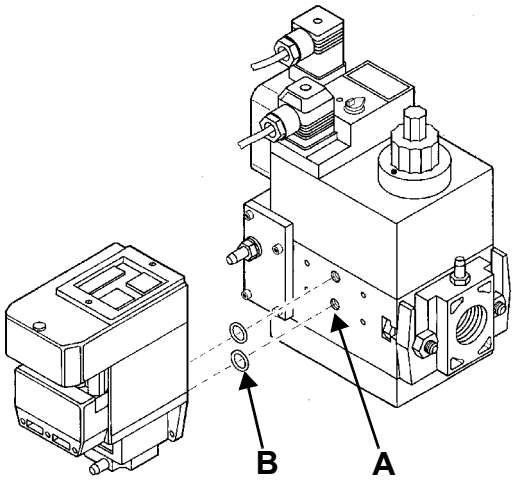
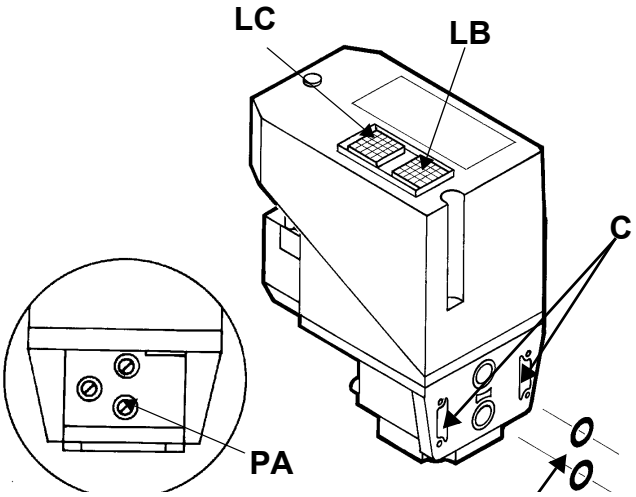

Рис. 19
Рис. 20
16 При возникновении необходимости подкорректировать расход газа, отрегулированный согласно пунктов 1 и 2 этого параграфа, расслабить винт **V1** (Рис. 19) и отрегулировать угол раскрытия дроссельного клапана, вращая пластинку **C**, воздействуя на винт **V3** (вращение по часовой стрелке - для уменьшения расхода газа, а против часовой стрелки - для увеличения). Индикатор **S** указывает угол раскрытия.
2 Замерить давление газа **A** и **B** (см. Рис. 19)
3). снять крепежные винты группы Multibloc (Рис. 19-A)
4). вставить уплотнительные кольца (10,5x2,25) в VPS 504 (Рис. 20-B, Рис. 19-B)
5). закрутить 4 винта блока контроля герметичности (M4x16) Рис. 19-C.
Для проверки работы, подсоедините манометр к штуцеру для отбора давления **PA** (Рис. 20). Если проверка завершилась положительно, через несколько секунд зажигается жёлтая лампочка **LC.** В противном случае загорается красная лампочка блокировки **LB**. Чтобы перезапустить горелку, необходимо разблокировать блок управления нажатием на светящуюся кнопку **LB**.